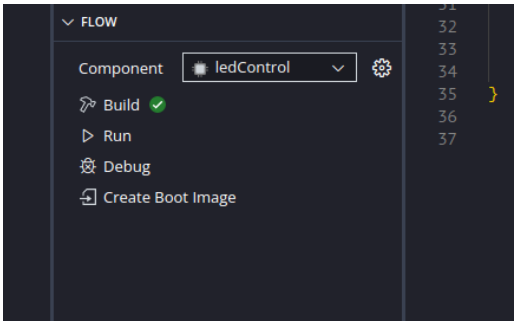

Figure 26: Building Application Component
15. Now build the application component using the hammer icon. Make sure to select your application as a component. Refer figure 26.